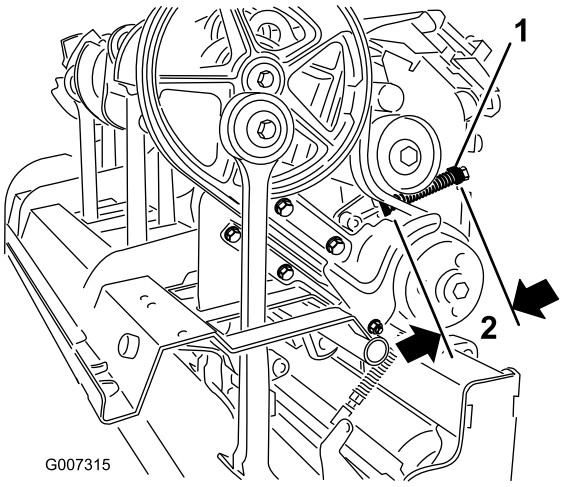

Figuur 30
C. Draai de borgmoer los waarmee de veerhouder is bevestigd (Figuur 30).
D. Stel de veerhouder af, om de vereiste lengte van de samengedrukte veer te bereiken (Figuur 30).